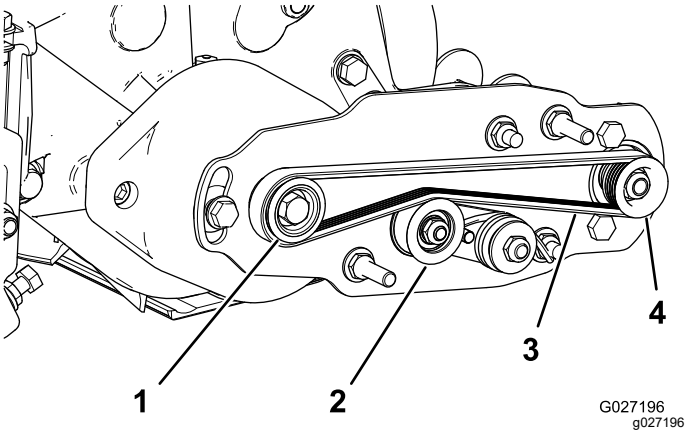

Figure 16
- Passez la courroie autour de la poulie **d'entraînement** puis sur le dessus de la poulie de tension (Figure 16).